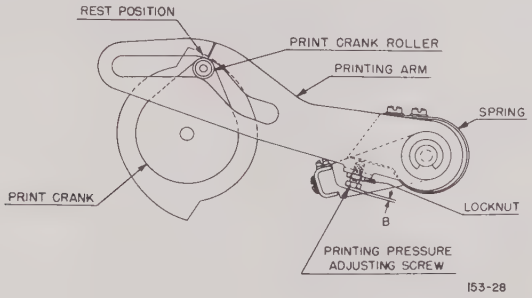

Figure 2. Print mechanism, rest position
(2) With print crank in rest position, roller on follower arm should be in bottom of depression on retard cam.
(3) Clearance between print wheel and chart should be approximately 1/16 inch.
(4) Pressure on printing mechanism is correctly adjusted when record is printed distinctly and type is not forced into chart paper.
(5) Maximum permissible separation at B (figure 2) is 1/64 inch during printing.
(1) Set print crank in rest position.
(2) If roller on follower arm is incorrectly positioned, loosen two adjusting screws on retard cam until follower arm roller rests in bottom of depression on retard cam.
(3) If pressure on printing mechanism is incorrect, loosen locknut on printing pressure adjusting screw and adjust printing pressure to minimum consistent with a clear record at center and at both ends of chart.
(4) Be certain maximum separation at B (figure 2) does not exceed 1/64 inch during printing.
(5) Tighten locknut to secure printing pressure adjustment screw.